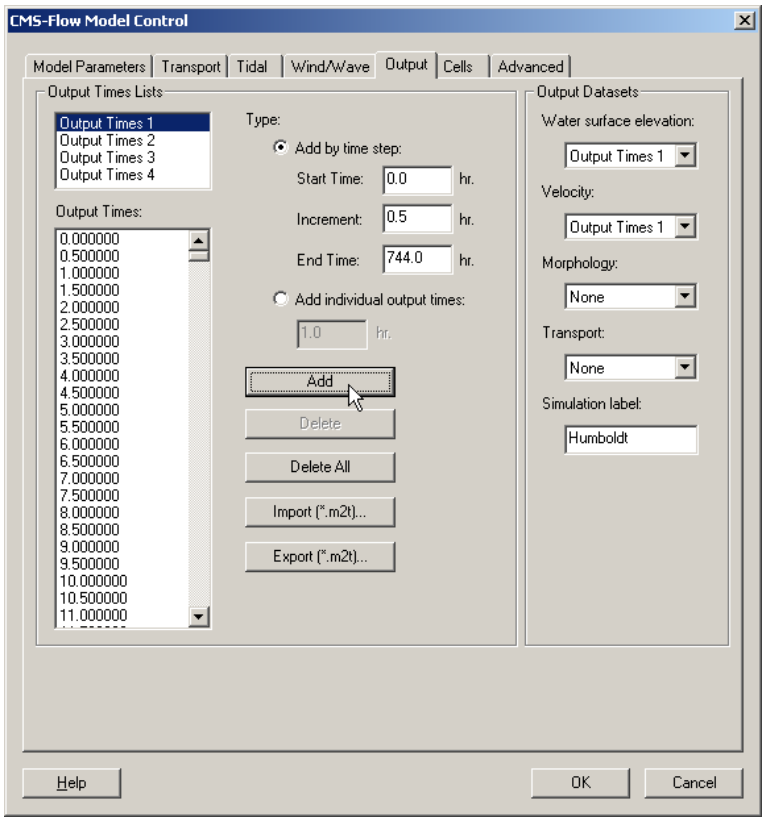

Figure 41. CMS-Flow Model control: Output tab for specifying time series output of CMS-Flow calculated datasets. Following Step 2.
2. Set the time series output for the *water surface elevation* and *velocity* to the same output interval of 30 minutes, similar to Figure 41,by highlighting *Output Times 1*, setting the *Start Time* to 0.0 hr, *Increment* to 0.5 hr, and *End Time* to 744.0 hr, and clicking *Add*,